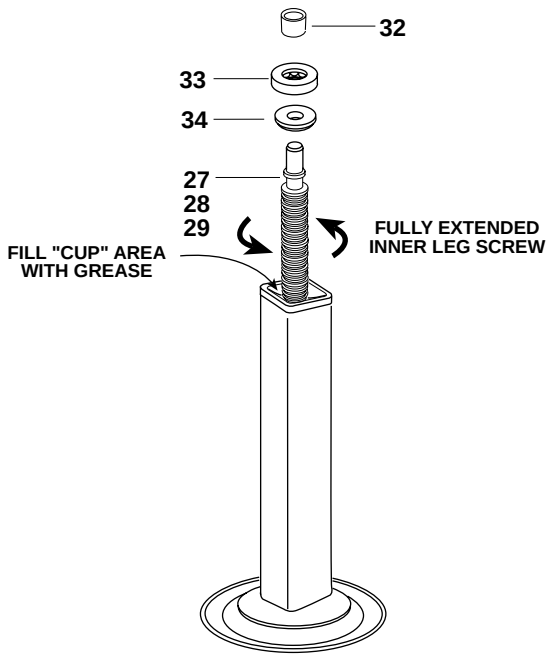

Figure 8
1. Slide the collar (item 34) over the lift screw in the inner leg assembly (item 27, 28, or 29) with the tapered portion of the collar facing down. Place the thrust bearing (item 33) on top of the collar with the cup of the bearing facing up.
2. Slide the bushing (item 32) onto the screw and push all the way down onto the bearing (item 33).
3. Rotate the lift screw counter-clockwise until it is fully extended, then fill the “cup” area of the lift nut with grease as shown in Figure 8.